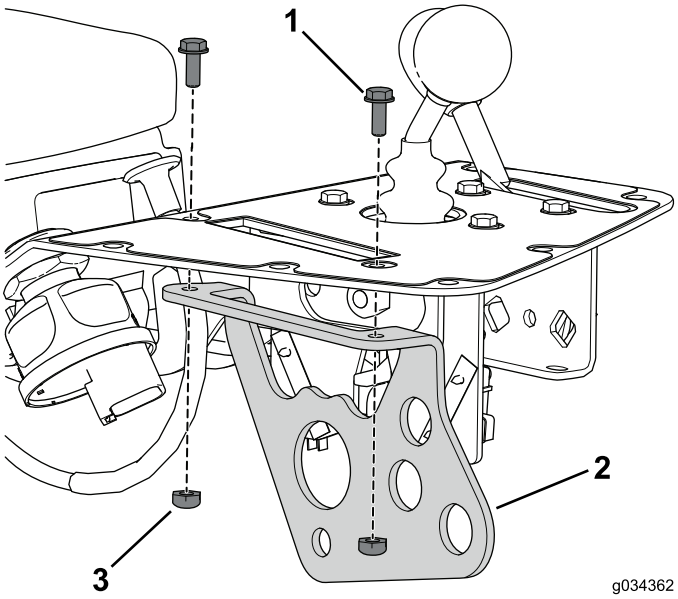

Figure 9
8. Déposez et mettez au rebut les 2 boulons qui fixent le support du levier de commande de fonction à la console (Figure 9).